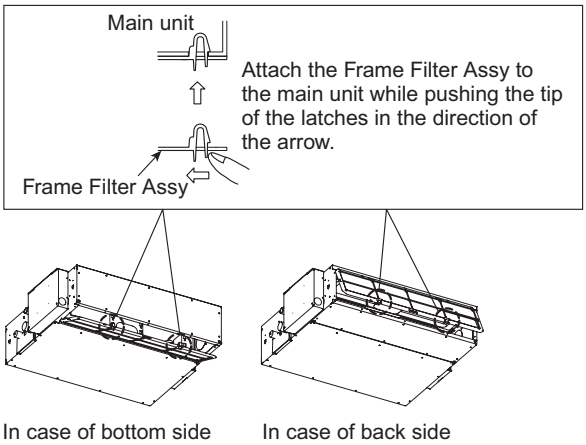

Fig. 2-138
(3) Attach the frame filter assy (supplied) in the manner shown in the diagram. (Fig. 2-138)